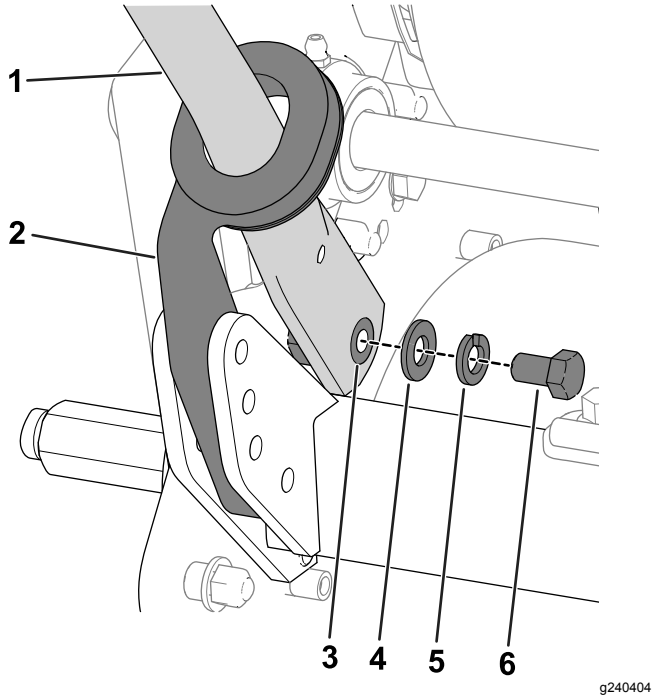

Figuur 4
4. Druk de uiteinden van de handgreep naar binnen en bevestig ze op de montagepennen (Figuur 4).
5. Bevestig de handgreep aan de montagepennen met de bouten (⅜"), ringen en borgringen die u eerder hebt verwijderd (Figuur 4).